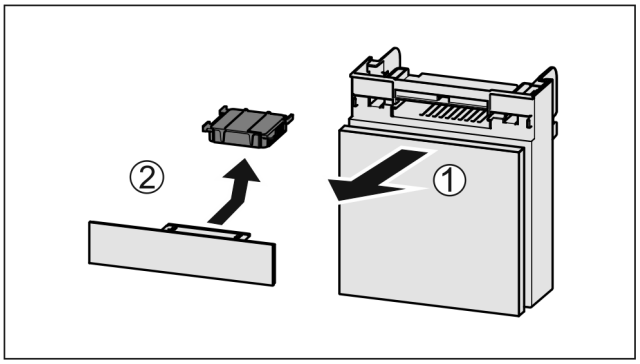

Fig. 170
▶ Потягніть *Fig. 170 (1)* відділення вперед.
▶ Витягнути *Fig. 170 (2)* фільтр з активованого вугілля.